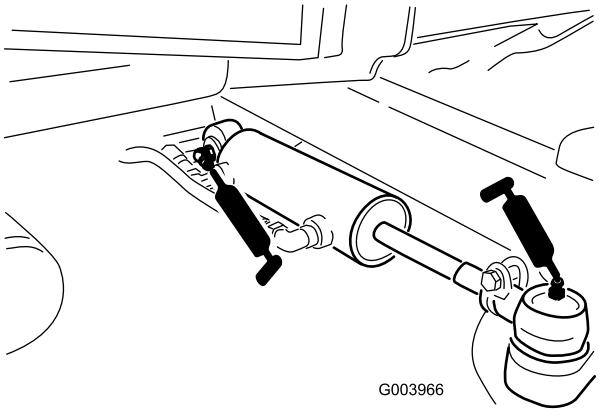

Figur 53
- Styrcylinderns kulleder (2) (Figur 53)